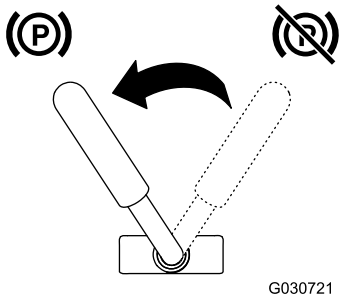

Figura 14
- Para poner el freno de estacionamiento, gire la palanca a la izquierda (Figura 14).